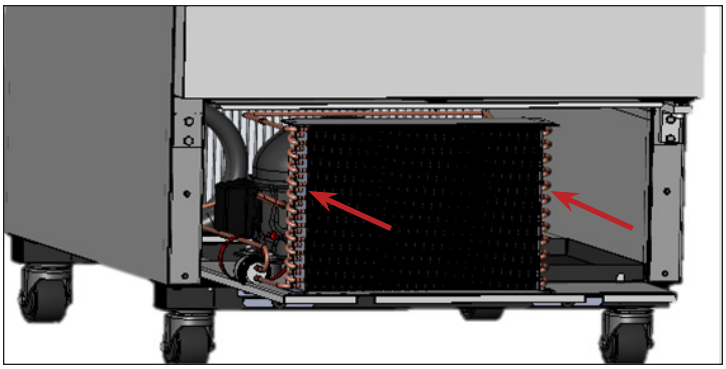

***Fig. 7.*** Carefully slide the condensing unit back into position and reinstall the bolts.
9. Reinstall the coil brackets (if applicable). Then carefully slide the compressor assembly back into position and bolt it in place. See fig. 7.